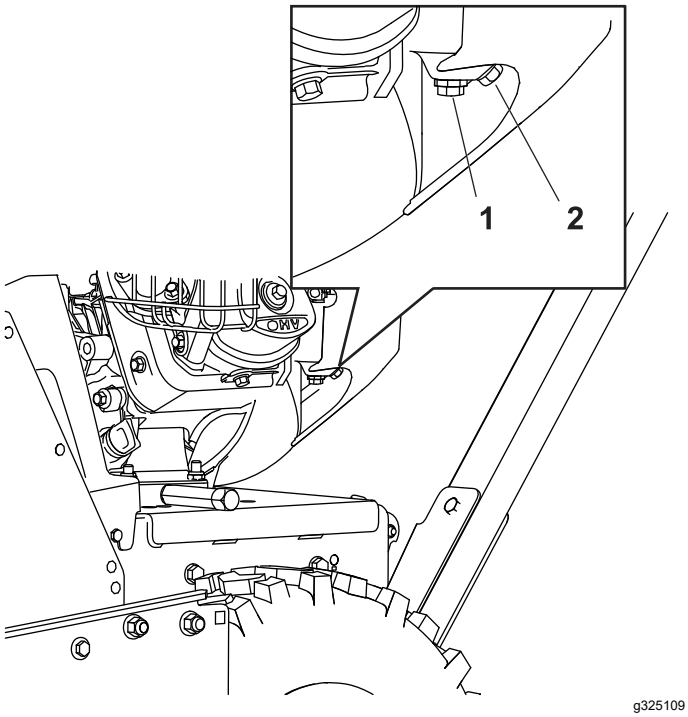

Figure 31
1. Localisez le boulon de vidange dans l'orifice latéral de la cuve du carburateur (Figure 31).